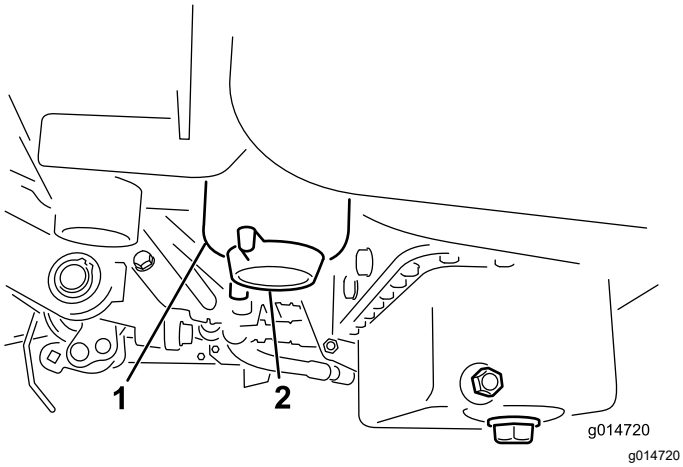

Rysunek 33
3. Odkręć korek spustowy na filtrze paliwa, wykonując około jeden obrót, i zlej całą zgromadzoną wodę (Rysunek 33).